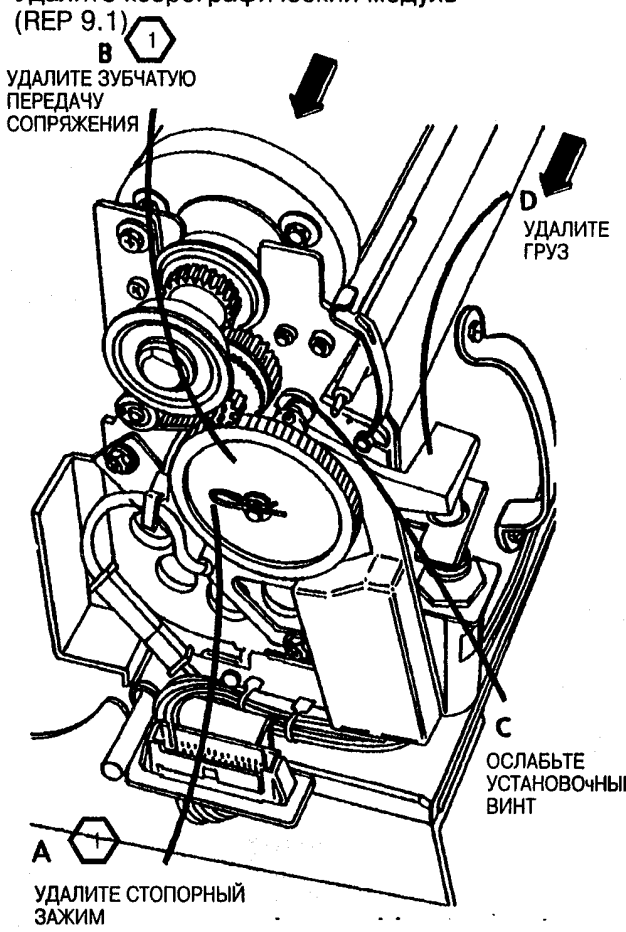

Рис. 1. Удалите зубчатую передачу сопряжения и груз
4. (Рис. 1): Удалите зубчатую передачу сопряжения и груз.